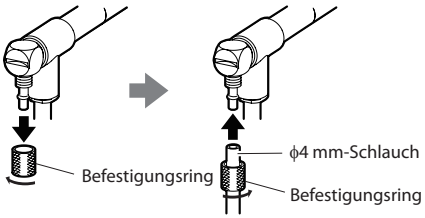

Abb. 2 Befestigen des ϕ4 mm-Schlauches
- Der für die Lufteinlassöffnung verwendete Schlauch muss einen Außendurchmesser von ϕ4 mm haben. (Siehe Abb. 2.)